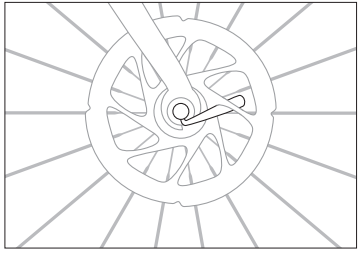

Figura 2.4
2. Aprieta el mecanismo de cierre rápido, comprobando que esté correctamente colocado dentro de las punteras y cerrado. Si el mecanismo de cierre rápido no se cierra correctamente (alineado con el tirante), la leva puede quedar atrapada en un disco del freno (Figura 2.4).